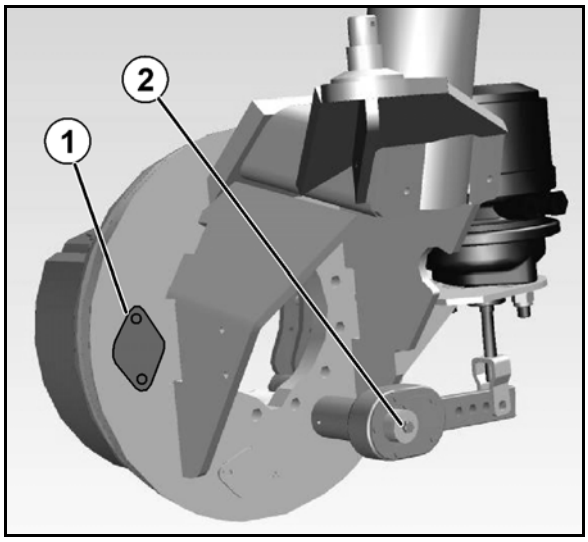

Rys. 158
W płytce mocującej bębna hamulcowego znajduje się okienko kontrolne (Rys. 158/1) umożliwiające kontrolę zużycia klocków hamulcowych.
2. Wkręcić śrubę (Rys. 158/2) do oporu i odkręcić o ¼ obrotu.